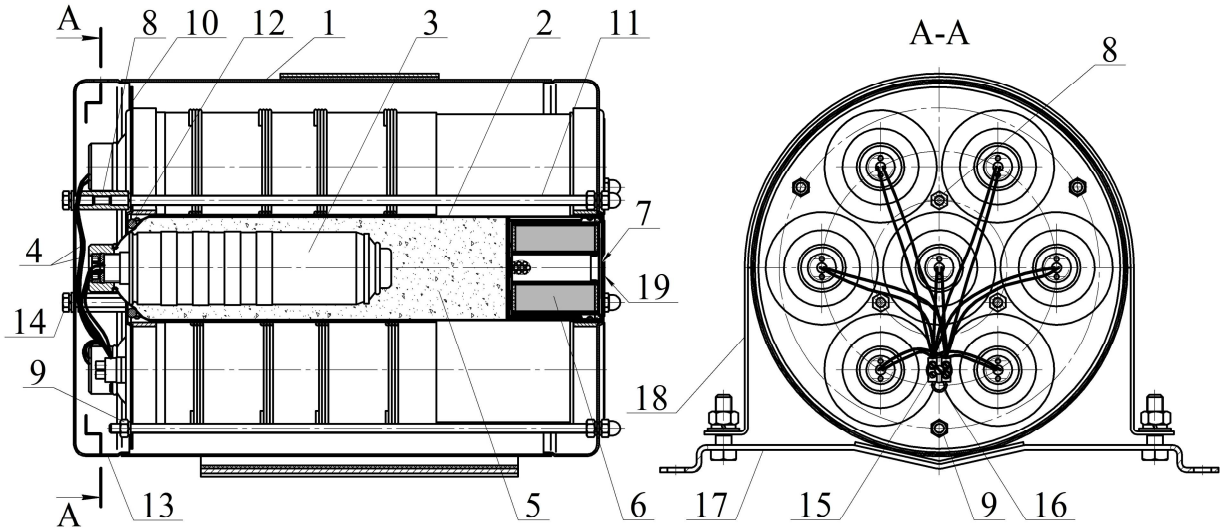

Рисунок 1
4.1.1 ГГПТ (см. рисунок 1) состоит из корпуса **1**, в котором размещены семь сменных картриджей **2**, содержащих газогенерирующий элемент **3** с элементом электропусковым **4**. Свободный объем корпуса картриджей **2** заполнен таблетками охладителя **5**. Для очистки огнетушащего газового вещества от механических примесей в каждом картридже установлен фильтр-сепаратор **6**. Выходное отверстие фильтра - сепаратора заглушено самоклеющейся пленкой ПВХ **7**. В верхней части корпуса **1** картриджи при помощи гаек **8** и **9** поджаты крышкой **10**.
6.1 Извлечь ГГПТ из упаковки, произвести визуальный осмотр целостности корпуса. Снять крышку **13** (см. рисунок 1), открутив болты **14**. Проверить качество крепления оголенных концов проводов элементов электропусковых **4** в соединительной коробке **15**.
6.2 Закрепить кронштейн **17** (см. рисунок 1) на потолке, стене или иной несущей плоскости, расположенной под любым углом относительно поверхности пола. Координаты отверстий в кронштейне, предназначенном для крепления ГГПТ, приведены на рисунке 2.
7.1 Один раз в месяц внешним осмотром проверяется целостность корпуса ГГПТ, надежность соединения проводов элементов электропусковых **4** (см. рисунок 1) с проводами цепи запуска ГГПТ в соединительной коробке **15**, а также отсутствие обрывов проводов цепи запуска, внешних повреждений их изоляции и мест соединений. При ослабленной затяжке крепления ГГПТ произвести подтяжку.
- извлечь ГГПТ из кронштейна **17** (см. рисунок 1), снять с ГГПТ крышку **13**, отсоединить пусковой кабель и перенести генератор в комнату сборки;